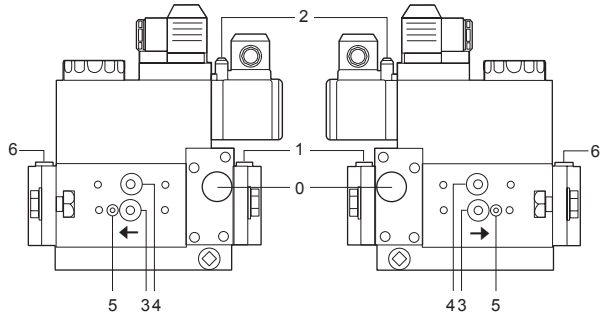

Fig. 23
- Limpie y controle de los filtros de las valvulas de gas (Fig. 23 y siguientes)